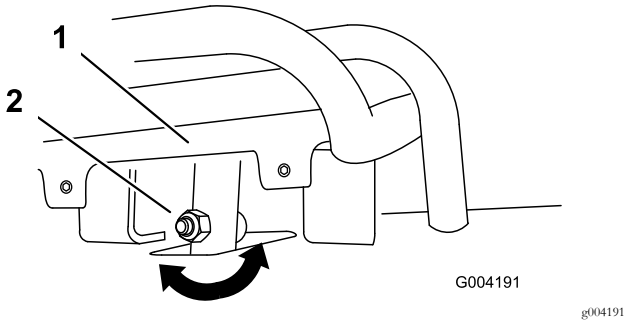
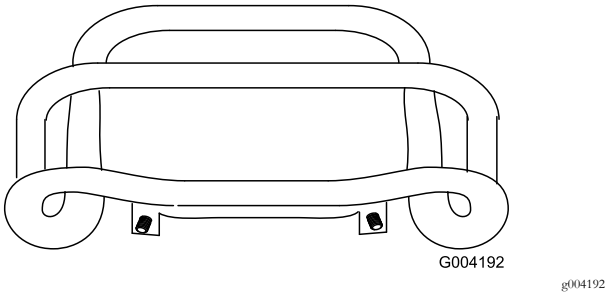

**Rysunek 55**
**Rysunek 56**
4. Jeżeli przód dźwigni sterowania zespołem jezdnym nie jest ustawiony prostopadle i w jednej płaszczyźnie z drążkiem wzorcowym, poluzuj nakrętkę i śrubę kołnierzową na trzonie dźwigni sterowania zespołem jezdnym (Rysunek 55).
5. Wyreguluj dźwignię sterowania zespołem jezdnym, aby po całkowitym przesunięciu do tyłu przylegała całą długością do drążka wzorcowego (Rysunek 55 i Rysunek 56).